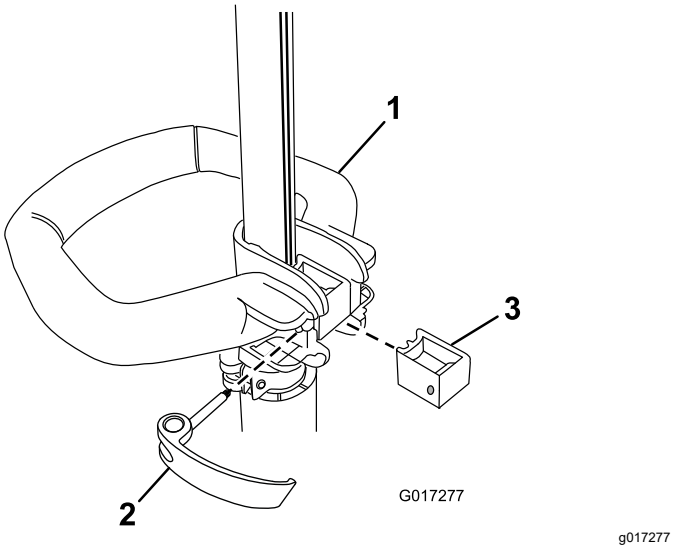

Figure 1
1. Placez la poignée auxiliaire sur l'arbre de la débroussailleuse, la surface lisse tournée vers vous (Figure 1).
2. Glissez le renfort dans la poignée auxiliaire jusqu'à ce qu'il soit engagé dans la rainure de l'arbre (Figure 1).
3. Glissez le verrou par la gauche dans la poignée et le renfort comme illustré, puis serrez la vis du verrou à l'aide d'un tournevis à pointe cruciforme (Figure 1).